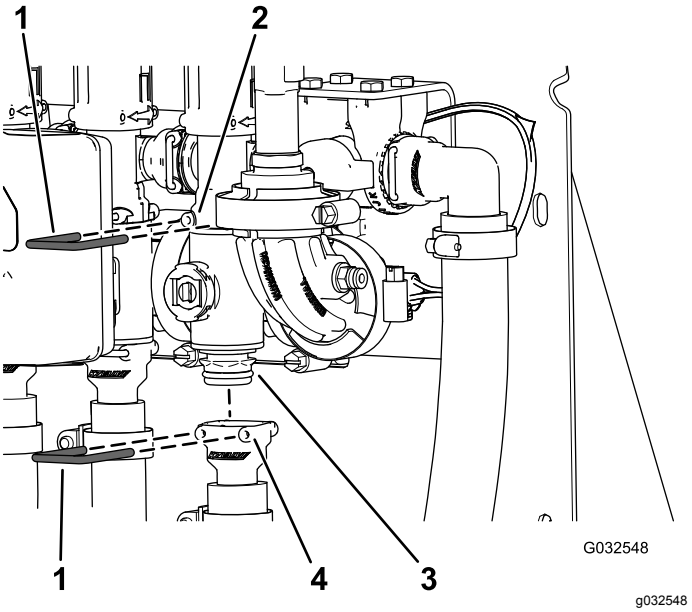

図 100
2. 個別ブームバルブのマニホルドをバイパスフィッティングに固定しているリテーナを外す図 100。